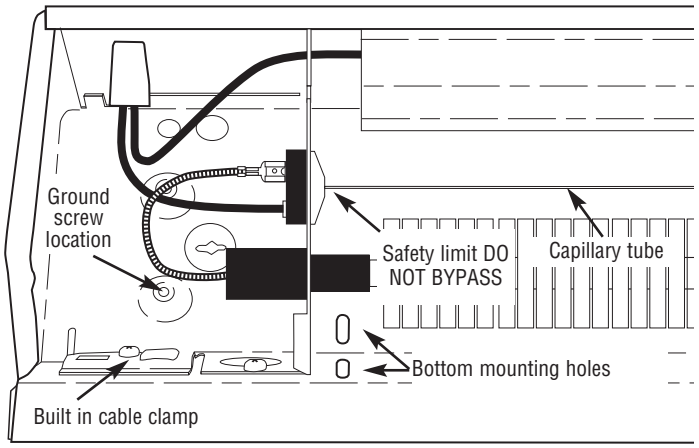

Figure 4: Left Side Wiring Compartment Shown
10. When mounting heater, if bottom mounting holes are used (see Figure 4), make sure screws do not damage supply wiring in the area behind heater.
11. Do not remove or bypass the safety limit control as this could allow heater to become a fire hazard – see Figure 4.
5. Loosen screw in built-in cable clamp (Figure 4) or remove desired knockout from heater wiring compartment. Install power cable into wiring compartment allowing at least 6 in (153mm) of cable for connection to heater. To install two power cables using the built-in cable clamp, bend tab covering second hole up and back to rear wall of wiring compartment. If built-in cable clamp is not used, install approved cable restraint (not included) in desired knockout.
NOTE: cross stamped mounting perforations are provided in back of heater enclosure above heating element at mounting screw locations, see Figure 4.
6. Position heater at desired location and attach to wall using wood screws or appropriate hardware. Locate studs and drive screws into studs where possible. For heaters up to 6 feet (1.8 m) in length, one screw at each end is adequate. For longer units, an additional screw in center is required. Tighten screws and then loosen screws at least ¼ turn to allow heater to expand and contract during use. If unit is mounted above floor, two additional mounting holes are provided at each end below the heating element (see Figure 4). Install an additional screw at each end for stability making sure to loosen each screw at least ¼ turn.
5. A safety limit control is provided to turn off the heater automatically if it is blocked or otherwise overheats due to an abnormal condition-see Figures 4 and 5. **DO NOT** bypass or remove this safety device from the electrical circuit-see Warning 11 on page 2. During normal use, this safety control should not operate. If you find that this control is operating, make sure the heater is not being blocked. If it continues to cycle the heater off, disconnect power to heater and have it checked and repaired by a qualified electrician.